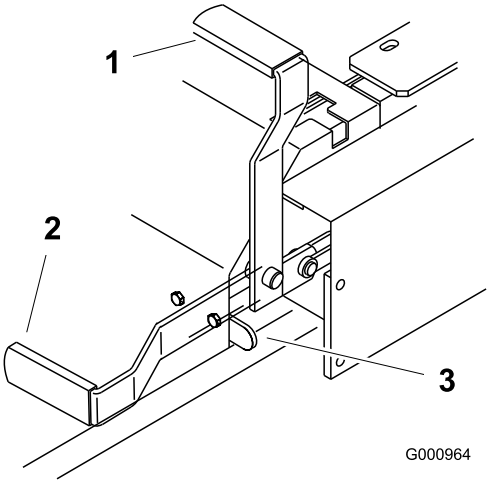

Figur 11
2. För parkeringsbromsspaken bakåt och uppåt för att dra åt parkeringsbromsen (Figur 11).
Tryck parkeringsbromsspaken framåt och nedåt för att frigöra parkeringsbromsen (Figur 11). Parkeringsbromsen är urkopplad och spaken vilar mot bromsstoppet.